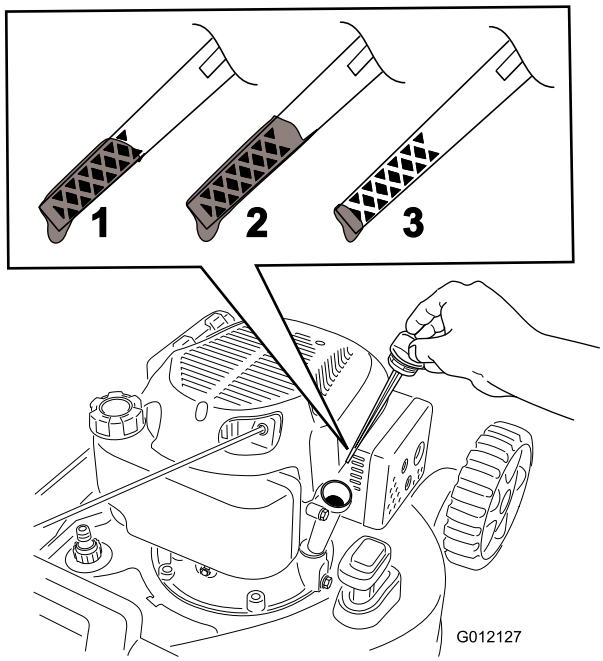

Bild 9
2. Ziehen Sie den Ölmessstab heraus (Bild 9).
5. Nehmen Sie den Peilstab heraus und lesen Sie den Ölstand ab (Bild 9).